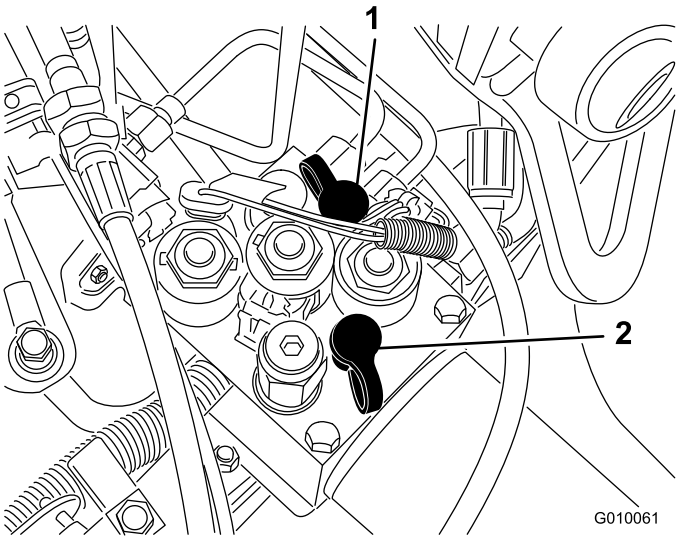

**Figur 60**
- Kontrollport G 2 (Figur 60) används till felsökning av drivladdningskretsen.
- Kontrollport G 1 (Figur 60) används till felsökning av lyftkretstrycket.